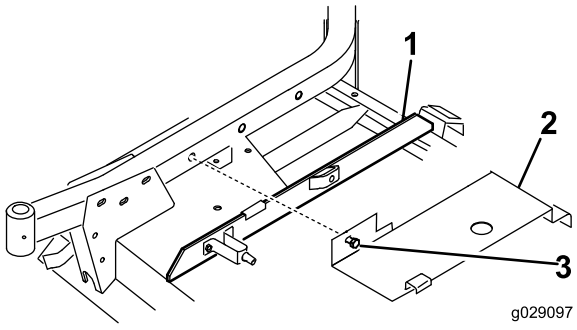

Figuur 24
1. Breng een sierstrip aan op de rechter overbruggingsstang; zorg dat de zijkant van de veerbeugel 10 cm van de tegenoverliggende rand van de sierstrip verwijderd is (Figuur 24).
2. Haak het achterste deel van het deksel van het maaidek (Figuur 24) over de achterste kanaalpen; lijn de